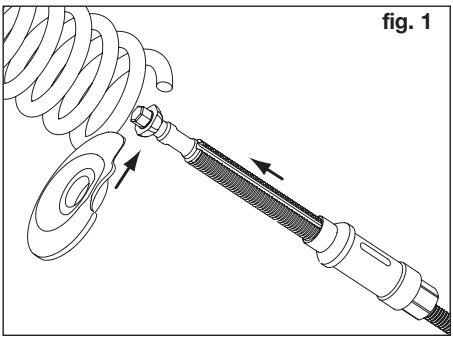

fig. 1
③ Design and Function
- Insert bottom tensioning jaw ⑤ from the side into the coil spring **(figure 1**).